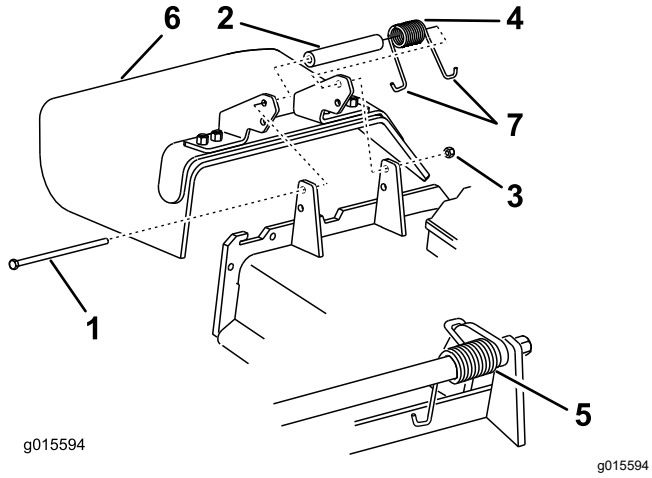

Figure 103
1. Retirez le contre-écrou, le boulon, le ressort et l'entretoise qui fixent le déflecteur aux supports de pivot (Figure 103).
Remarque: Prenez soin de placer 1 extrémité en **J** du ressort derrière le bord du tablier avant de mettre le boulon en place, comme montré à la Figure 103.
6. Accrochez l'extrémité en **J** du ressort au déflecteur d'herbe (Figure 103).